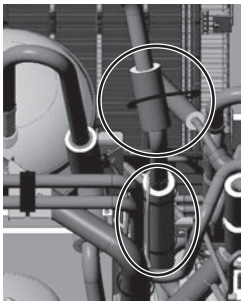

Figure 9
(9) Remove the three pipe covers. (See Figure 9.)